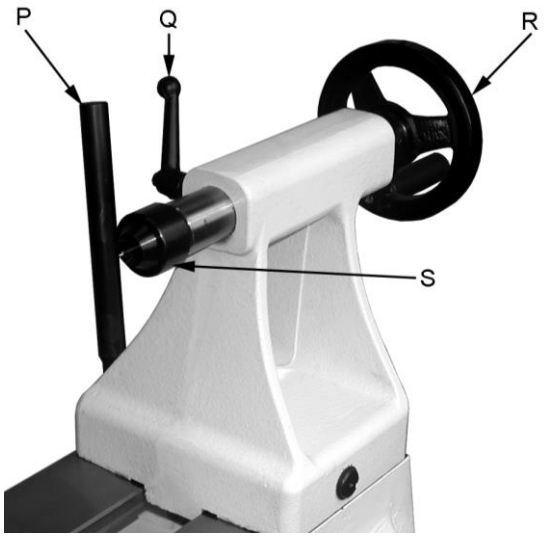

Fig 41
Drehen Sie das Handrad (R, Fig 41) im Uhrzeigersinn um die Pinole auszufahren und klemmen Sie den Indexiergriff (Q).